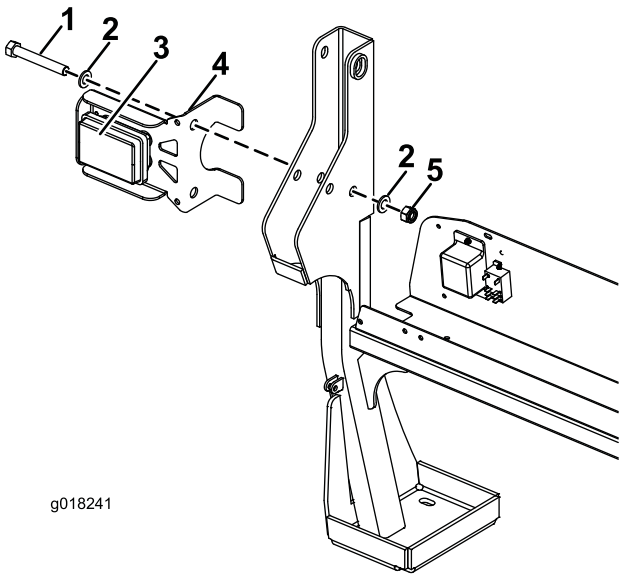

Figur 2
2. Skruer (4)
6. Samsvar det øvre hullet på venstre baklysbrakett med hullet på veltebøylen og sett inn den nye M16 x 110 mm bolten (Figur 2). Bruk de eksisterende skivene.